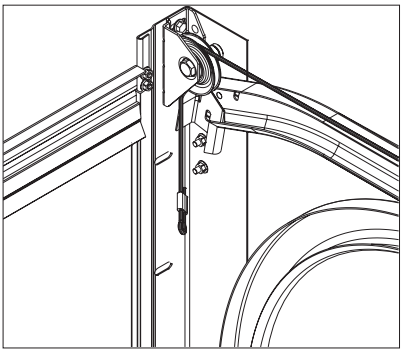

*Рис.25.3*
4) медленно вращая вал, размотать тросы, заводя их между ребордами шкива (рис. 25.3).